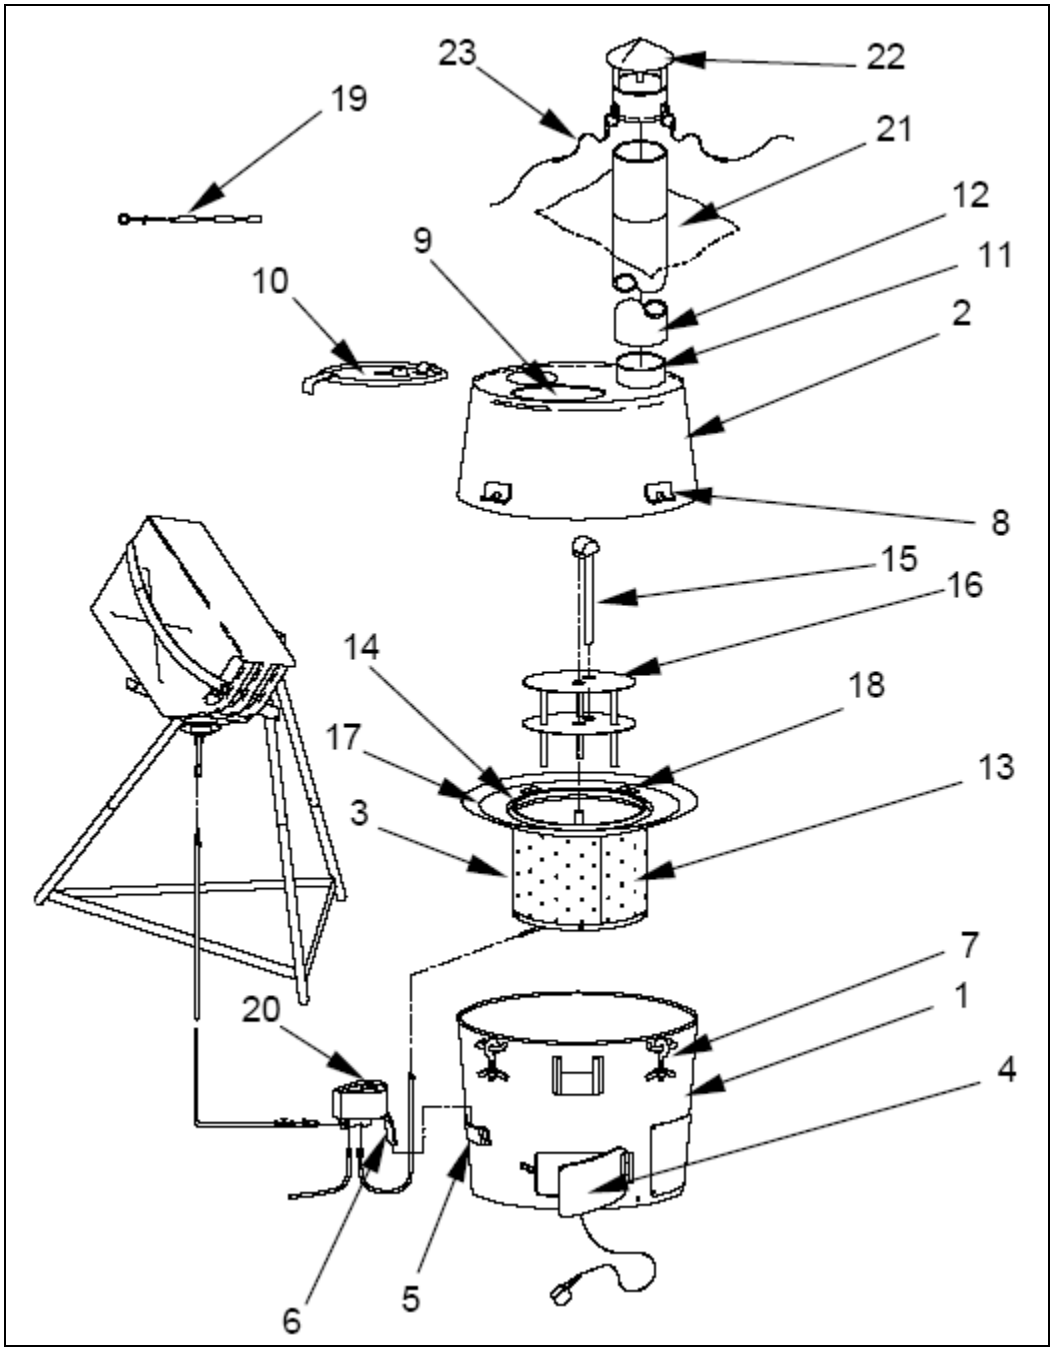

Figure 12
a. Major Components Of The H-45 Type II (Liquid Fuel) Heater (see Figure 12)
(1) Heater assembly. The Type II (Liquid Fuel) Heater assembly consists of a heater body base (1) and atop heater shell (2). The heater body base (1) serves as a base for the assembled heater. It houses the burner shell assembly (3) during operation. Two heater body base doors (4) are cut into the heater body base (1) at opposite positions to allow air for combustion. A support (5) to hold the fuel flow control valve bracket (6) is welded adjacent to the front heater body base door. Three evenly spaced bolt and wing nut assemblies (7) are welded to the heater body base (1). Three evenly spaced brackets (8) are welded to the top heater shell (2). The three bolt and wing nut assemblies (7) secure the top heater shell (2) to the heater body base (1) when the bolts are slid into the brackets (8) and the wing nuts are tightened. During the operation of the H-45 Type II (Liquid Fuel) Heater, the top heater shell (2) is placed onto the heater body base (1) and secured. The top heater shell (2) has one internally flanged, 9-inch (22.86-centimeter(cm)) circular cutout (9) to accommodate the lid (10), and one externally flanged 4-inch (10.16-cm)cutout (11) that serves as mounting for the stack pipe sections (12).
(2) Burner shell assembly and adapter ring. The burner shell assembly (3) fits into the heater body base (1). It consists of a rolled steel pot (13) with a high fire ring (14), a burner cap assembly (15), and a super heater assembly (16). An adapter ring (17) that engages the upper rim of the heater body base (1) is welded to the burner shell assembly (3). The high fire ring (14) is held in place by three clamps (18) that attach to the adapter ring (17) with pan head screws. A cleaning tool (19) is used to clean soot and any buildup from the inside of the up-tube and down-tube.
(3) Fuel flow control valve. The fuel flow control valve (20) is mounted on the side of the heater body base (1). The fuel flow control valve (20) is designed to function with JP-8; DF-A, DF-1, or DF-2; JP-5; kerosene; Jet A-1; Jet A; gasoline (emergency only); and JP-4 (emergency only). It has several orifices to match the various viscosities of the fuels being used. The orifices are cut to permit a maximum and minimum flow rate consistent with the safe operation of the heater.
(4) Exhaust system. The exhaust system consists of six stack-pipe sections (12) connected end to end, leading from the 4-inch (10.16-cm) externally flanged circular cutout (11) on the top heater shell (2), through the tent roof (21), and topped by a stack cap assembly (22), to which three wire ropes and guy lines (23) are attached to provide stability.
(5) Hose assemblies. The hose assemblies conduct fuel from the fuel source to the fuel flow control valve(20), from the fuel flow control valve (20) to the burner shell assembly (3), and from the fuel flow control valve (20) to the overflow area.